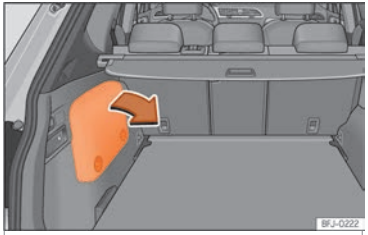

Fig. 248 Emplacement de la batterie dans le coffre à bagages
- Retirez le cache du revêtement latéral pour avoir accès à la batterie de 12 V››› **fig. 248**.